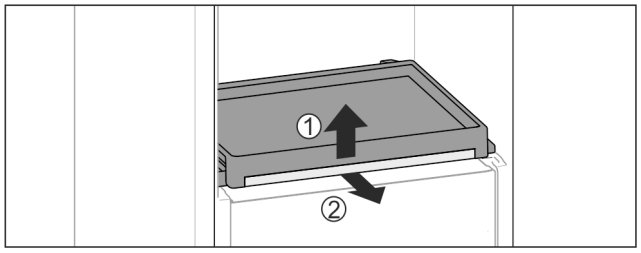

Fig. 187
▶ Scoateți raftul extractibil cu placa de sticlă: Ridicați ușor placa de sticlă în față *Fig. 187 (1)* și extrageți-o spre înainte *Fig. 187 (2)*.